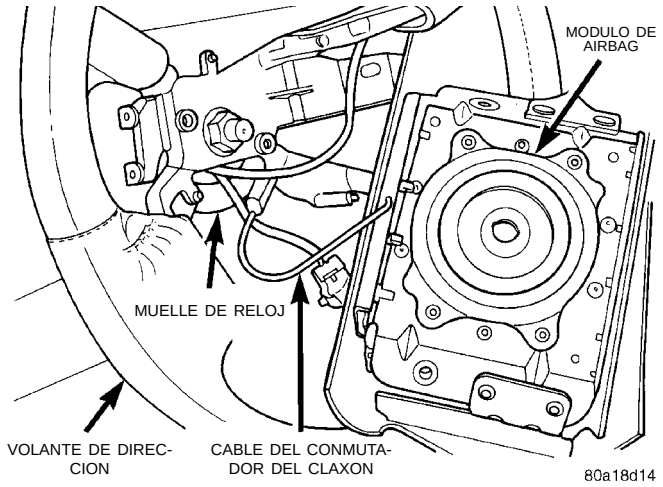
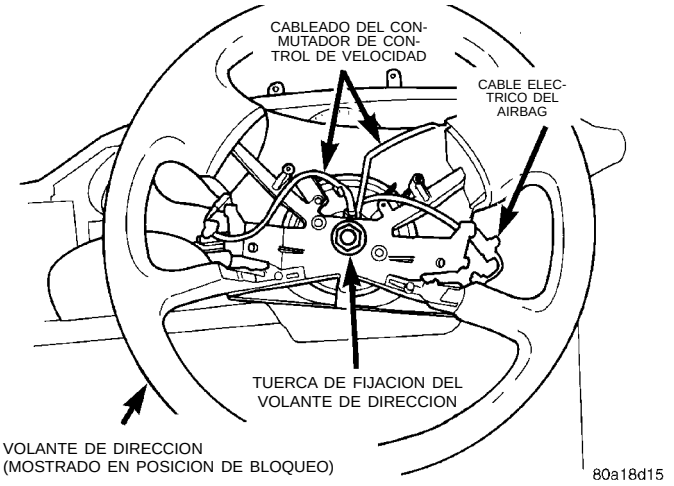
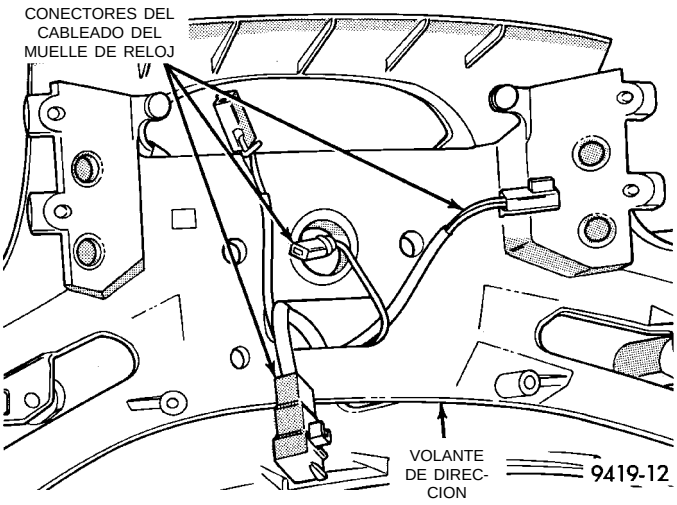

Fig. 11 Conexión del cableado del conmutador de claxon al muelle de reloj
Fig. 12 Tuerca de fijación del volante de dirección
Fig. 20 Instalación del volante de dirección
(8) Desconecte el cable que viene del muelle de reloj del cable para el conmutador de claxon en el módulo del Airbag (Fig. 11).
(9) Gire el cilindro de cerradura a la posición **Off** y retire la llave del cilindro de cerradura.
(10) Gire el volante de dirección a la izquierda media vuelta (180°) hasta enganchar el bloqueo de la columna de dirección (Fig. 12).
(11) Retire la tuerca de retención del volante de dirección, del árbol central de la dirección (Fig. 12).
(13) Pase los conductores del cableado del muelle de reloj a través del orificio del volante de dirección (Fig. 20). Emplace el volante sobre el eje del conjunto de la columna de dirección, asegurándose de que las partes planas de la maza encajen en las formaciones del interior del muelle de reloj.
(14) Instale la tuerca de retén del volante de dirección al árbol central de la dirección y apriétela hasta que el volante de dirección esté totalmente instalado en el árbol. Apriete la tuerca de retén del volante de dirección con una torsión de 61 N·m (45 libras pie).
(15) Conecte los cables eléctricos del muelle de reloj a los componentes tales como los conmutadores de claxon y conmutadores de control de velocidad localizados en el volante de dirección (Fig. 11).